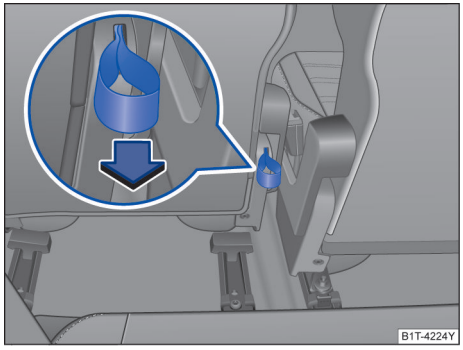

图 83 第二排座椅：第三排座椅紧急登出功能的锁止拉扣
– 将锁止拉扣→ 图 83 往后拉并将后座椅靠背向前翻折。整个后座椅往前翻折。